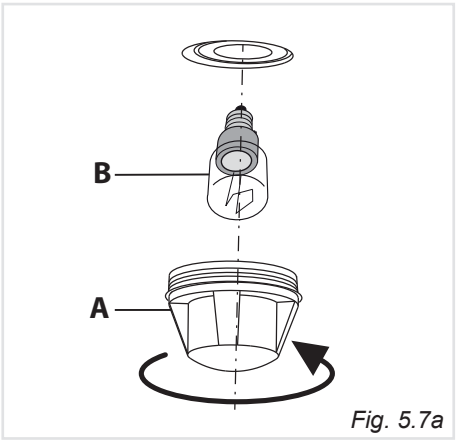

Fig. 5.7a
- Remove the protective cover "**A**" (fig. 5.7a).